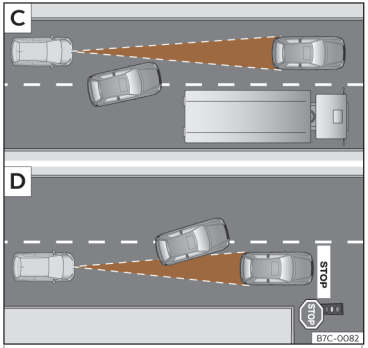

Fig. 163 C Cambio de carril de un vehículo. D Vehículo girando y otro detenido.
- Vehículos que cambien al carril por el que usted circula a poca distancia de su vehículo ››› **fig. 163** C.
El ACC puede no reaccionar ante vehículos detenidos. Si, p.ej., un vehículo detectado por el ACC gira o se aparta y delante del mismo se encuentra un vehículo detenido, el ACC no reaccionaría ante este último ››› fig. 163 D.